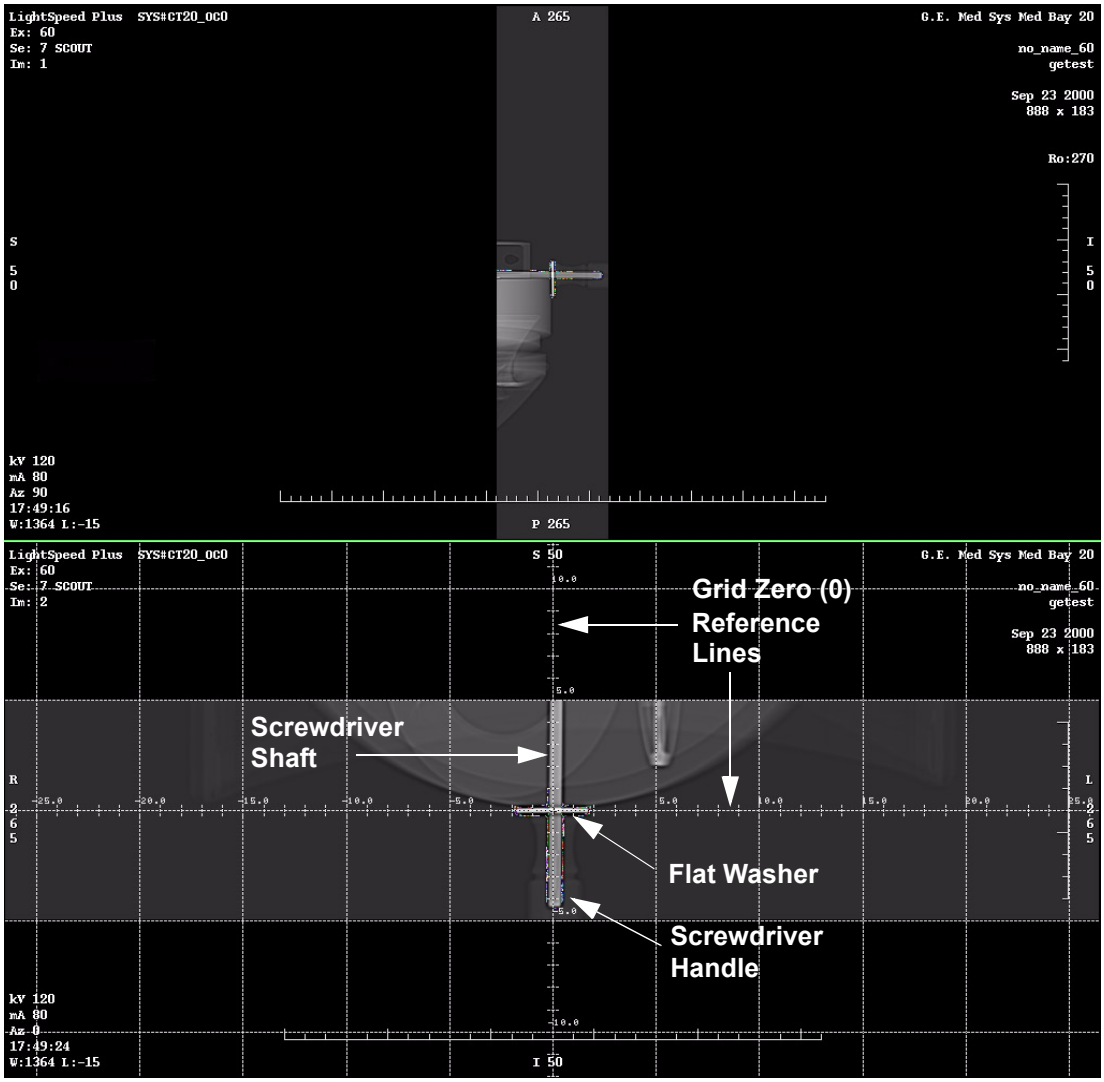

Figure 8-27 Aligning the Laser Adjustment Jig to ISO Center and the Z-Axis
The washer and screwdriver shaft need to be centered under the zero (0) grid lines. Both washer and screwdriver should also be parallel to the associated grid lines. See Figure 8-27.